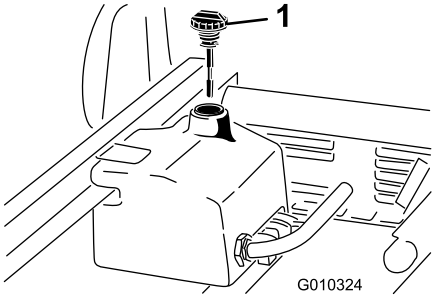

**Figur 19**
1. Rengør området omkring påfyldningshalsen og hydrauliktankens dæksel (Figur 19).
3. Fjern målepinden (Figur 19) fra påfyldningsstudsen, og tør den af med en ren klud.